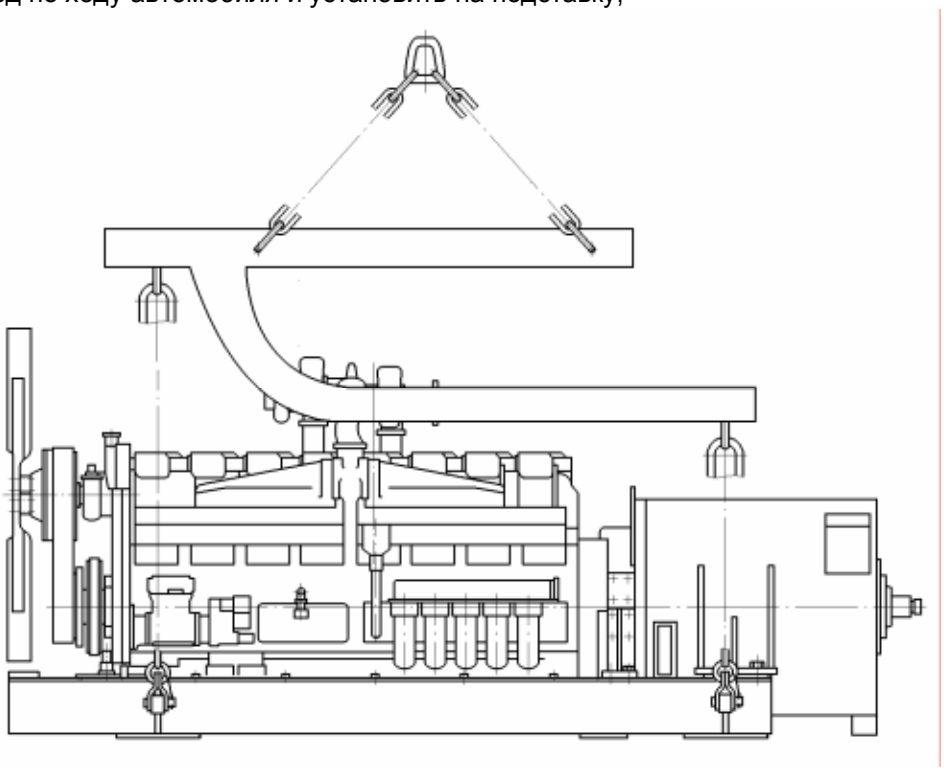

Рисунок 5.1 – Схема зачаливания дизель-генератора подвеской
– зачалить дизель-генератор за подмоторную раму (рисунок 5.1), поднять краном и медленно переместить вперед по ходу автомобиля и установить на подставку;